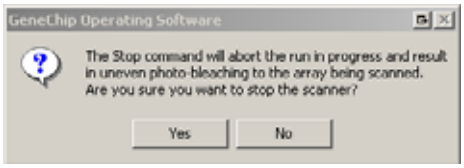

Figure 8.27
2. At the prompt, click **Yes** to stop the scanner or **No** to cancel stopping **(Figure 8.27)**.